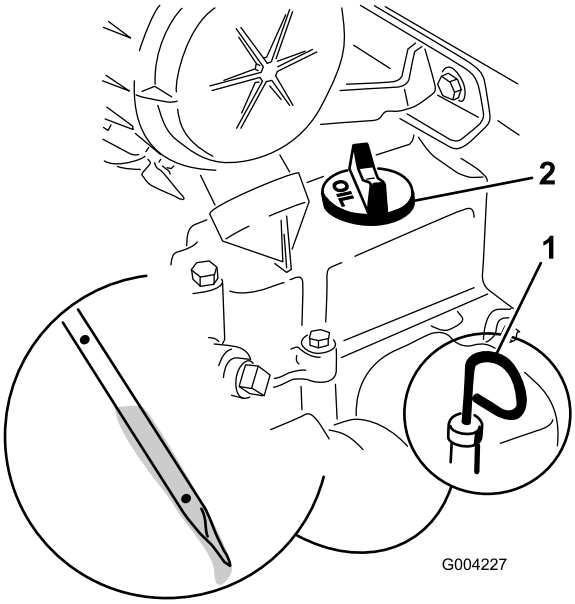

Figura 15
2. Togliete l'asta di livello ed asciugatela con un panno pulito (Figura 15).
3. Inserite l'asta di livello nel tubo e verificate che sia inserita a fondo (Figura 15).
4. Rimuovetela e controllate il livello dell'olio (Figura 15).
5. Se il livello dell'olio è basso, togliete il tappo di rifornimento dell'olio (Figura 15) e versate dell'olio fino a portarne il livello alla tacca Full sull'asta.
6. Rimontate saldamente l'asta di livello (Figura 15).